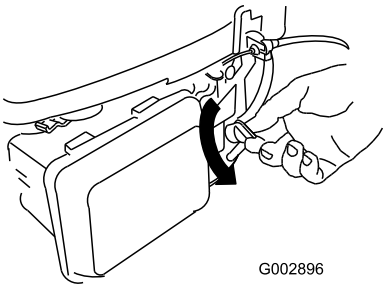

Figur 21
2. Vrid bränsleventilreglaget till det påslagna läget (Figur 21).